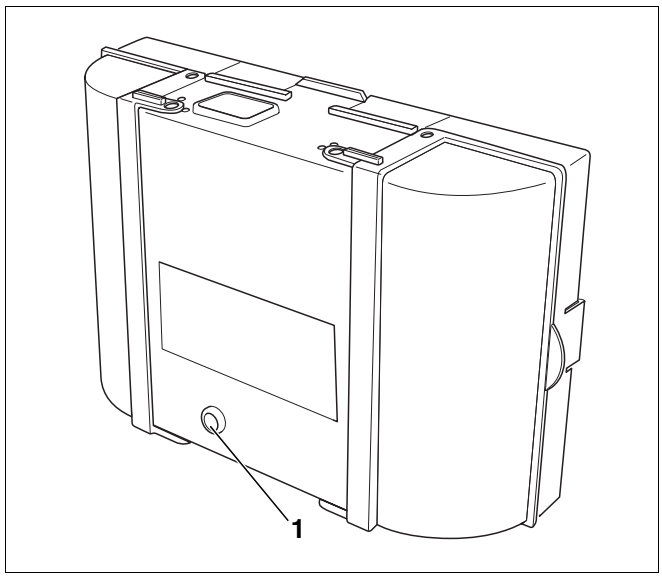

Afb. 18 SAFe 10 ontstoringstoets met LED
- Druk de ontstoringstoets (afb. 18, **pos. 1**) langer dan een seconde in (ontgrendelen). Na ca. vijf seconden gaat de brander in de start- of werkingsmodus.